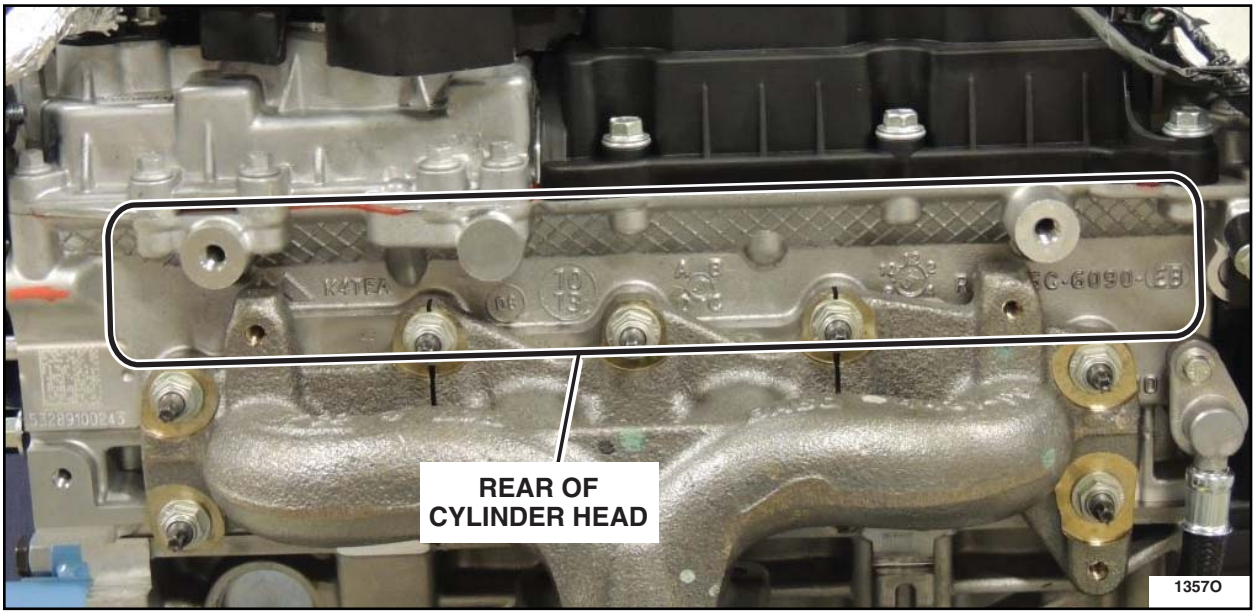

FIGURE C5
6. Prepare the cylinder head for the *new* cast engine shield installation. See Figure C5.
b. Using one (1) towelette from the Motorcraft® ZC-31B (Bonderite 1455) canister, wipe the rear of the cylinder head in the area shown. This etches the aluminum to allow proper bond with the LOCTITE® 5920 copper RTV silicone.